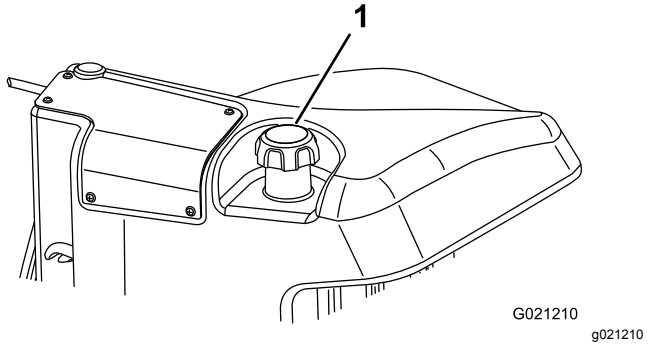

Figur 13
3. Fjern dækslet fra brændstoftanken (Figur 13).